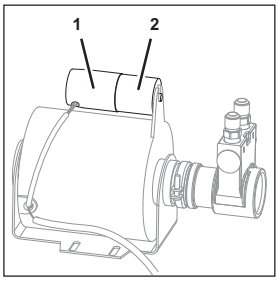

Fig. 93
1. Remove the protective cap (Fig. 93/1) from the starting capacitor (Fig. 93/2).
8. Attach the protective cap (Fig. 93/1) to the starting capacitor (Fig. 93/2).